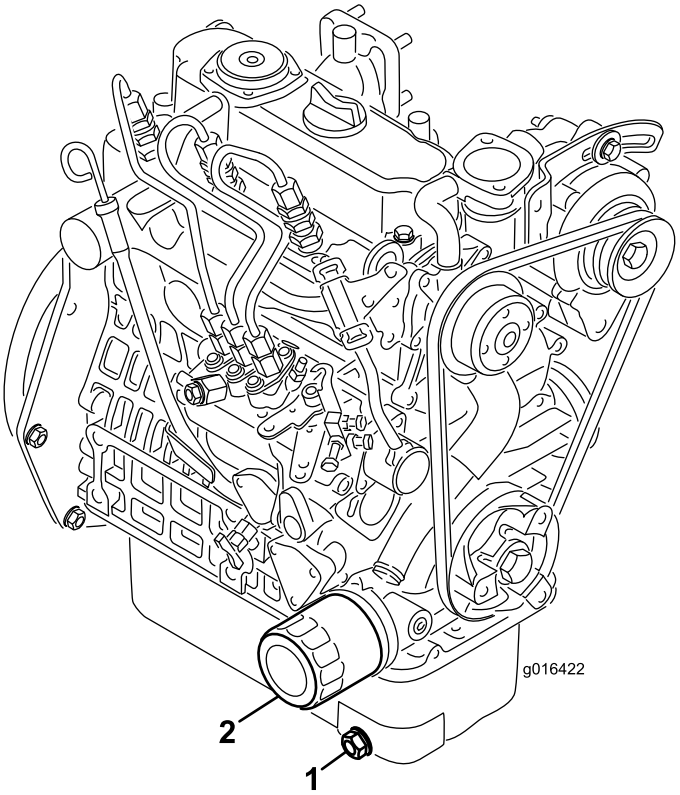

**Figur 39**
1. Fjern tappepluggen (Figur 39) og la oljen renne ut i et tappefat. Når oljen slutter å renne, setter du tappepluggen på igjen.